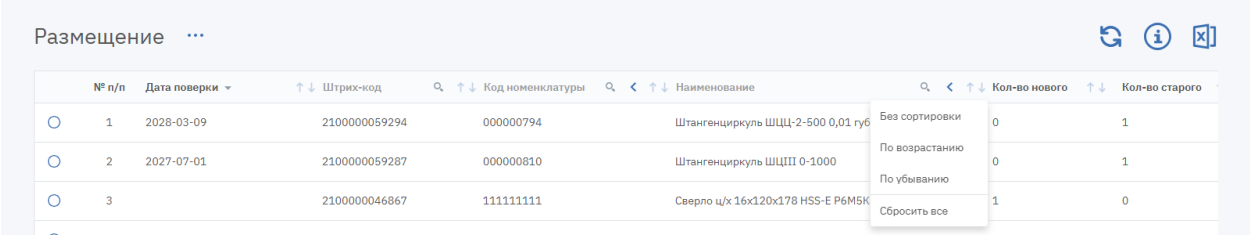

Рисунок 8. Меню сортировки колонки
– **Сортировка по нескольким колонкам.** Щелчок по стрелкам «↑↓» в заголовке колонки открывает меню «Без сортировки», «По возрастанию», «По убыванию» и «Сбросить все» (см. Рисунок 8). Сортировку можно задать одновременно по нескольким колонкам; пункт «Сбросить все» отменяет сортировку по всем колонкам. Яркая стрелка показывает текущее направление сортировки колонки.